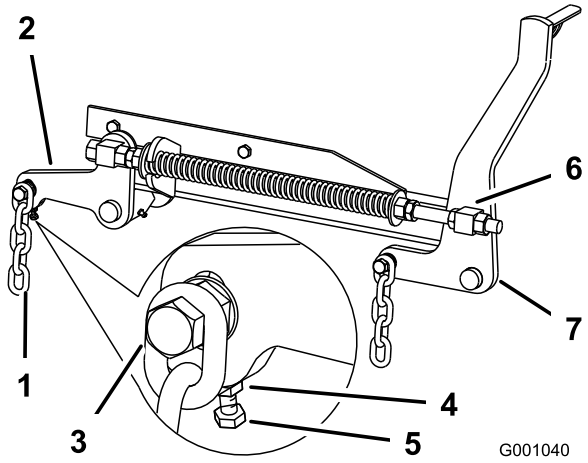

Figuur 79
7. Als de afstanden bij punten **B** of **C** niet correct zijn, maakt u de bout los waarmee de achterste ketting is bevestigd aan de achterste steunarm (Figuur 79).
8. Maak de contramoer onder de achterste steunarm los en draai aan de stelbout totdat de afstand 7,9 tot 8,3 cm bedraagt (Figuur 79).
7. Draai de contramoeren op de voorkant van de rechter- en linkerwartel ongeveer 13 mm los (Figuur 79).
8. Draai aan de drukmoeren op de linker- en rechterzijde van de machine totdat de voorkant van het maaimes 6 tot 10 mm lager staat bij **A** dan de achterkant bij **B** (Figuur 79).